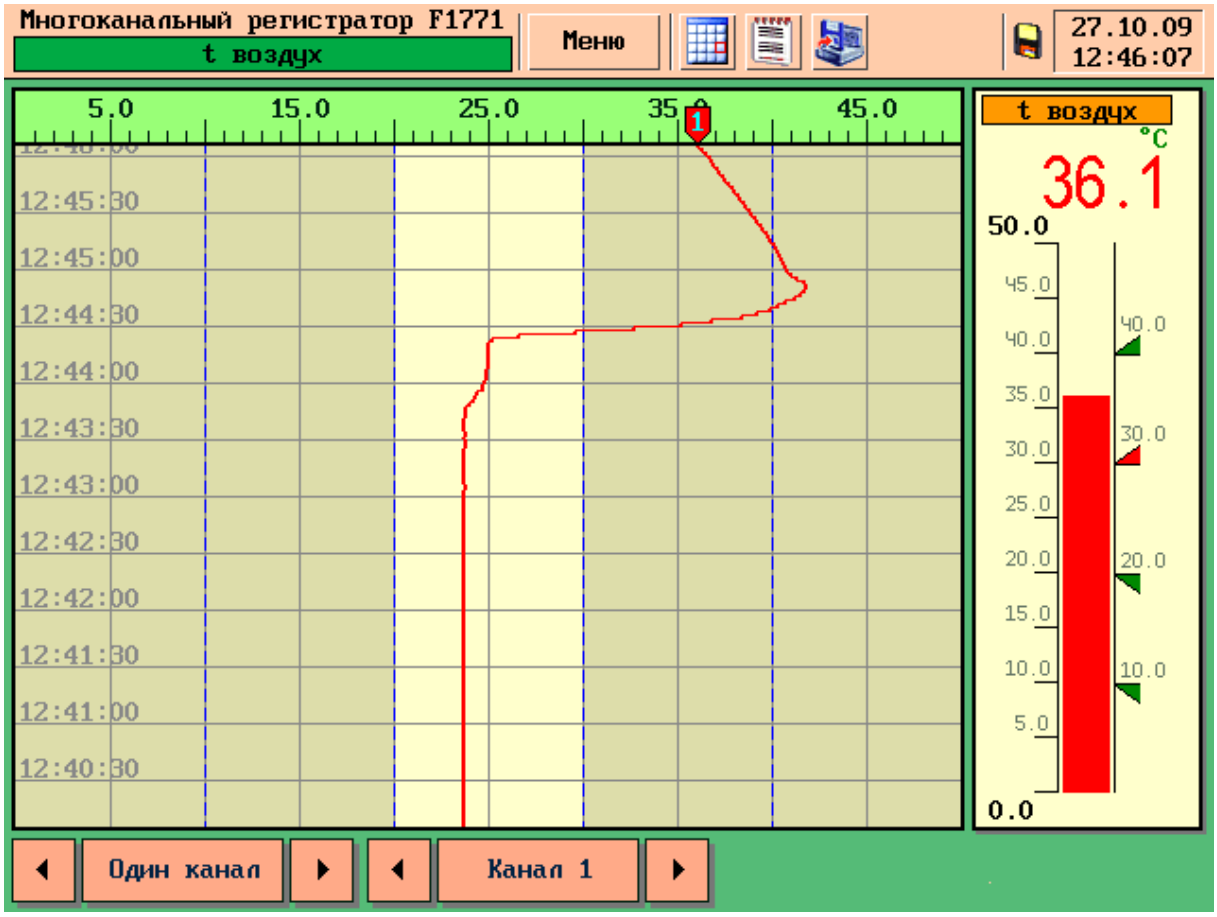

Рисунок 16 – Режим «Один канал»
– график для одного канала (см. рисунок 16);
Режим «Один канал» отображает значение выбранного канала в виде графика и столбиковой диаграммы с цифровым значением, см. рисунок 16.